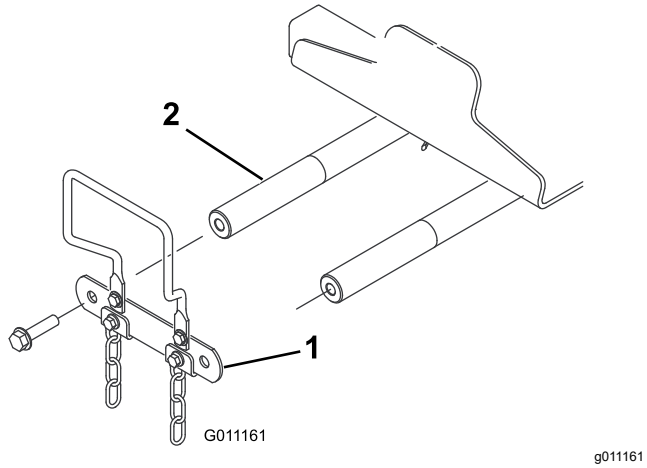

Rysunek 10
4. Z przodu maszyny odkręć 2 śruby z łbem kołnierzowym (½ x 2 cale), które mocują łącznik osi do osi ramienia podnoszącego, a następnie zdejmij łącznik (Rysunek 10).